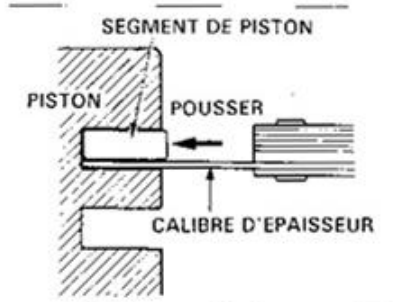

FIG. 41
- Jeu latéral dans les gorges : ce contrôle nécessite d'avoir au préalable nettoyé les gorges du piston. Évaluer ce jeu en glissant des cales d'épaisseur sous le segment (fig. 41).